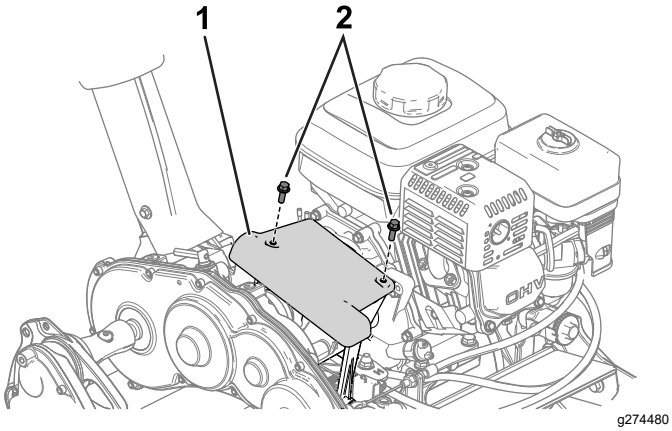

Rysunek 29
1. Aby uzyskać dostęp do tarczy ciernej i płyty dociskowej, zdejmij pokrywę sprzęgła (Rysunek 29).